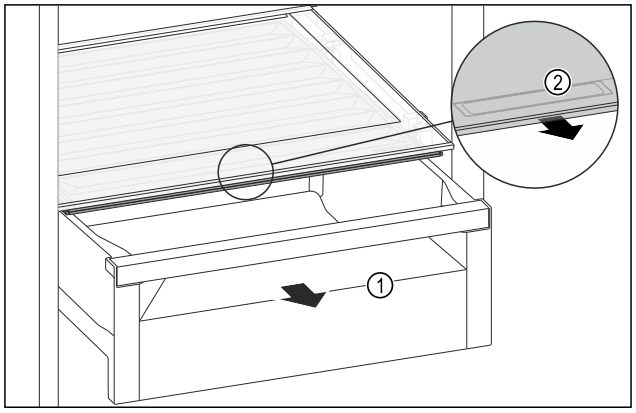

Fig. 171
▶ Extrageți sertarul *Fig. 171 (1)*.
▶ Prindeți mânerul încastrat *Fig. 171 (2)* de la capacul compartimentului și trageți concomitent capacul compartimentului spre partea frontală.